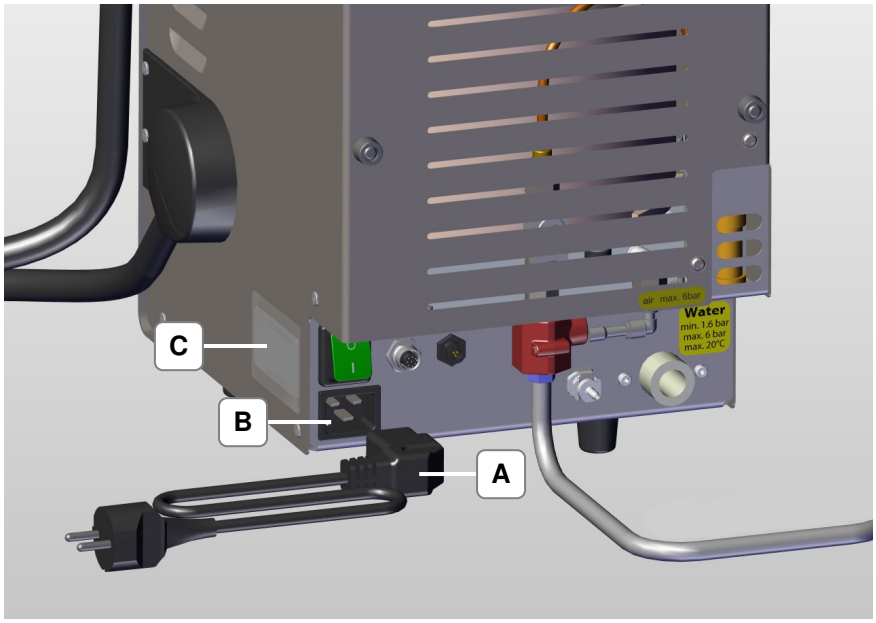

Figure 4.1.1: Mains Supply Cable
- Observe the technical data on the nameplate (Figure 4.1.1-C)! Make sure that the electrical plug socket has the same voltage as that indicated on the nameplate.
1. Connect the mains supply cable (Figure 4.1.1-A) to the connector (Figure 4.1.1-B).